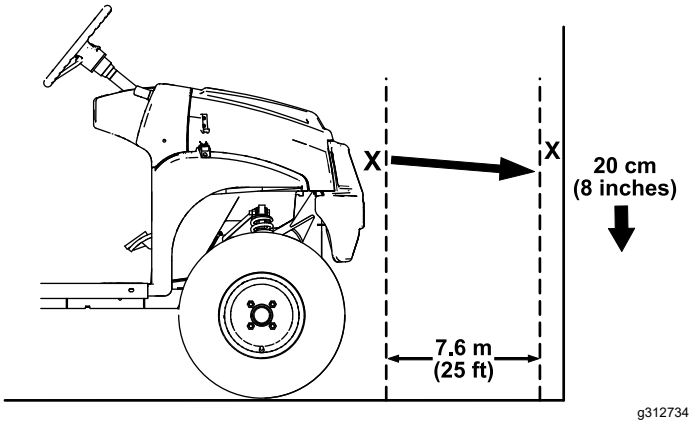

Figur 50
1. Parkera maskinen på ett plant underlag med strålkastarna ca 7,6 m från en vägg (Figur 50).
Den ljusstarkaste delen av ljuskäglan ska vara 20 cm nedanför markeringen du gjorde på väggen (Figur 50).